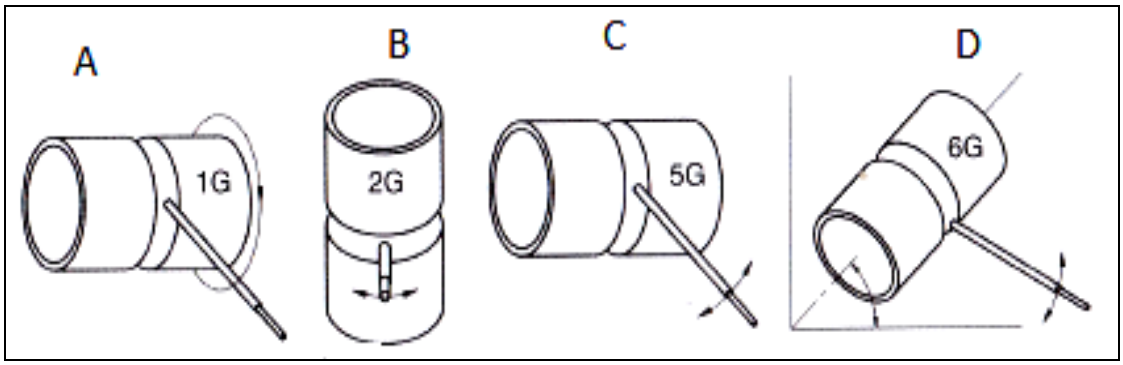

FIGURE 1
2.4 FIGURE 1 shows FOUR welding positions used for the welding of pipes. Name the positions marked A–D. Write only the answer next to the letter (A–D) in the ANSWER BOOK.